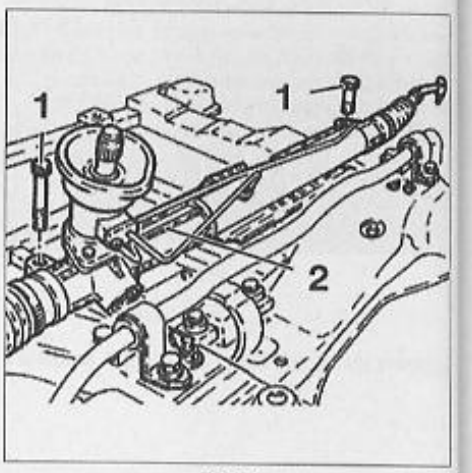

FIG. 4
- Déposer les 2 vis (1) (**Fig.4**).